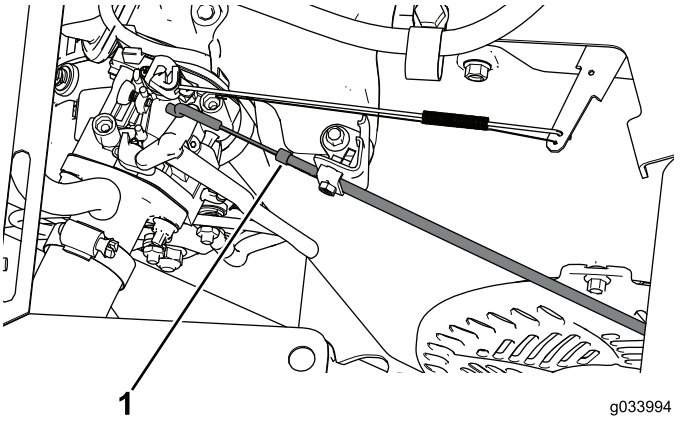

Bild 11
5. Klemmen Sie das Chokekabel vom Motor ab (Bild 11).